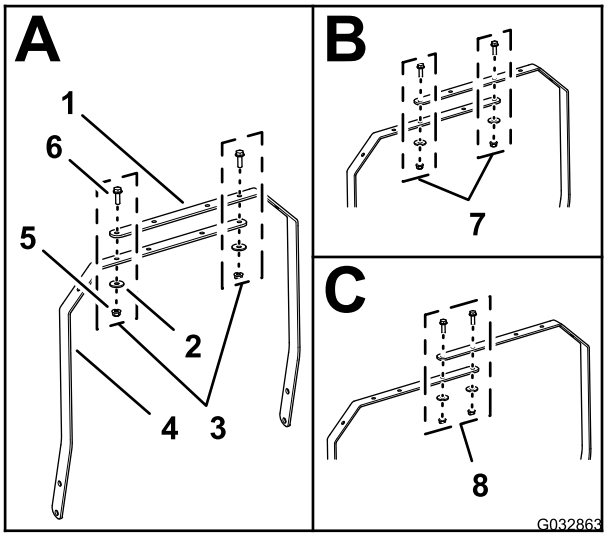

Rysunek 9
- **Maszyny serii 800** – ustaw 2 otwory na lewej i prawej listwie wsporczej lamp, tak jak na części A z Rysunek 9.
- **Maszyny serii 1000** – ustaw 2 otwory na lewej i prawej listwie wsporczej lamp, tak jak na części B z Rysunek 9.
- **Maszyny serii 1600** – ustaw 2 otwory na lewej i prawej listwie wsporczej lamp, tak jak na części C z Rysunek 9.